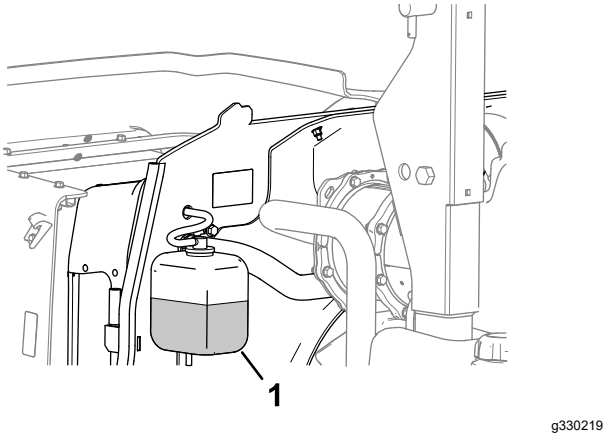

Figur 68
1. Kontroller kølevæskestanden i ekspansionsbeholderen (Figur 68).